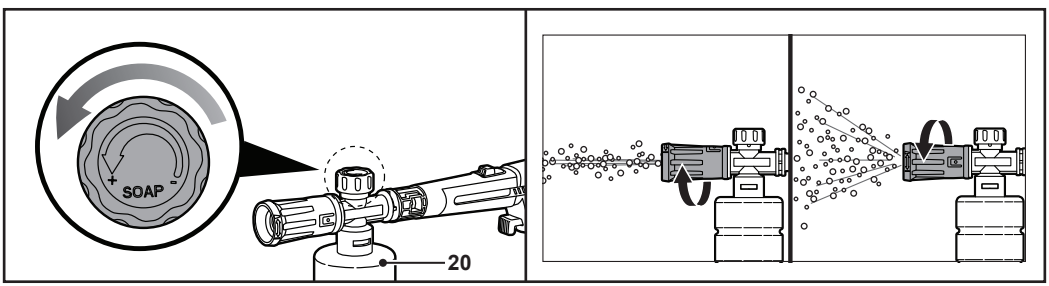

Fig. 11
- Rotește butonul în sens antiorar pentru a utiliza mai puțină spumă (fig. 11).